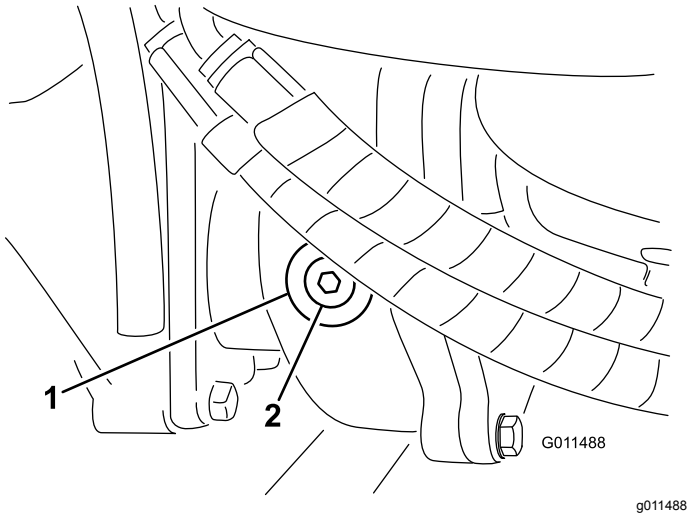

Figur 16
2. Ta ut kontroll-/påfyllingspluggen på venstre side av girkassen, og kontroller at oljen når opp til bunnen av hullet (Figur 16).